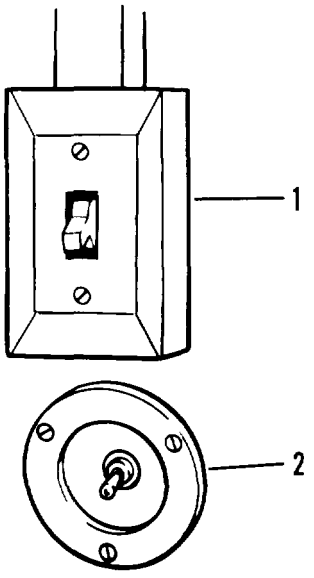

Figure 2-2. Dome light switches
a. 110 Volt Dome Light Switch (1). Controls eight dome lights in semitrailer body (figure 2-2).
b. 24 Volt Dome Light Switch (2). Controls four dome lights in semitrailer body .